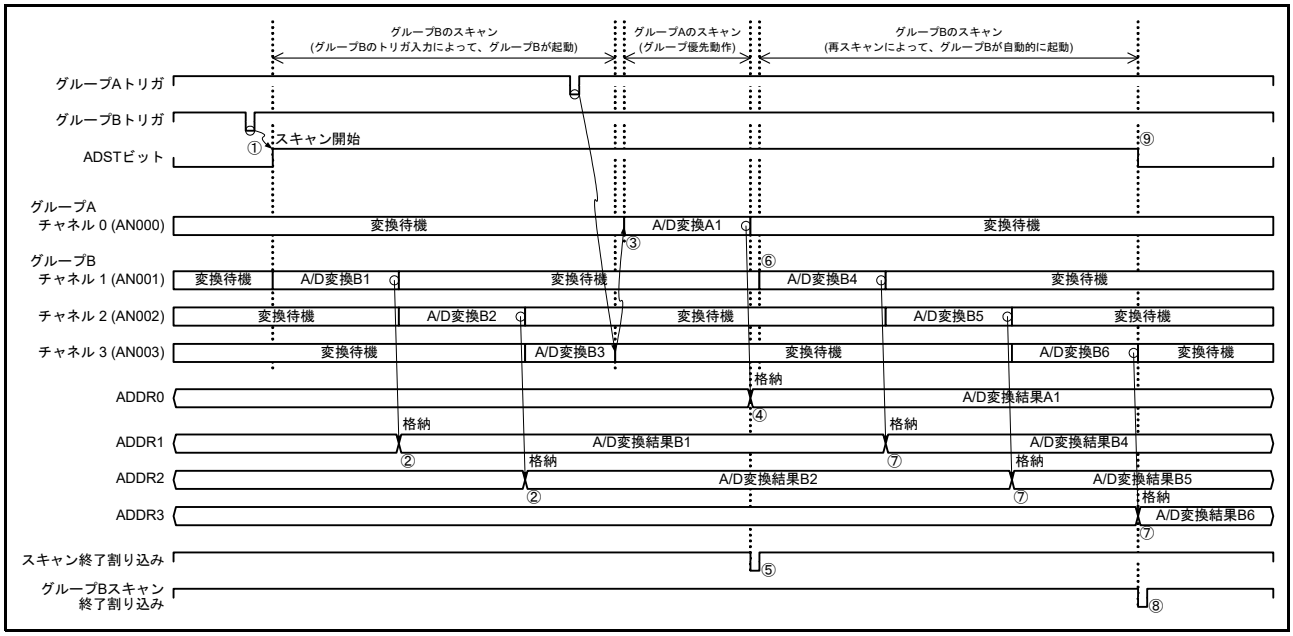

図 39.31　グループ優先動作の例 1「グループ B スキャン中のグループ A トリガ入力」再スキャンあり
(1) グループ B のトリガ入力によって ADCSR.ADST ビットが “1” (A/D 変換開始) になると、ADANSB0、ADANSB1 レジスタで選択したアナログチャネルを ADSCSn レジスタで設定した変換順序に沿って A/D 変換を開始します (図 39.31 のチャネル変換順序設定：AN000 → AN001 → AN002 → AN003)。
(2) チャネルの A/D 変換が終了すると A/D 変換結果は対応する A/D データレジスタ (ADDRy) に格納されます。
(3) グループ B のスキャン中に、グループ A のトリガが入力されると、ADCSR.ADST ビットを “1” に保持したまま、グループ B のスキャンを中断し、ADANSA0、ADANSA1 レジスタで選択したアナログチャネルを ADSCSn レジスタで設定した変換順序に沿ってグループ A のスキャンを開始します。
(4) チャネルの A/D 変換が終了すると A/D 変換結果は対応する A/D データレジスタ (ADDRy) に格納されます。
(5) ADCSR.ADIE ビットが “1” (スキャン終了割り込みを許可) に設定されていると、スキャン終了割り込み要求が発生します。
(6) ADGSPCR.GBRSCN ビットが “1” (グループ優先動作で中断されたグループの再スキャンをする) に設定されていると、ADCSR.ADST ビットを “1” に保持したまま、ADANSB0、ADANSB1 レジスタで選択したアナログチャネルを ADSCSn レジスタで設定した変換順序に沿って再度グループ B のスキャンを開始します。
(7) チャネルの A/D 変換が終了すると A/D 変換結果は対応する A/D データレジスタ (ADDRy) に格納されます。
(8) ADCSR.GBADIE ビットが “1” (グループ B のスキャン終了割り込みを許可) に設定されていると、グループ B スキャン終了割り込み要求が発生します。
(9) ADCSR.ADST ビットは、すべてのスキャンが終了すると自動的にクリアされ、12 ビット A/D コンバータは待機状態になります。